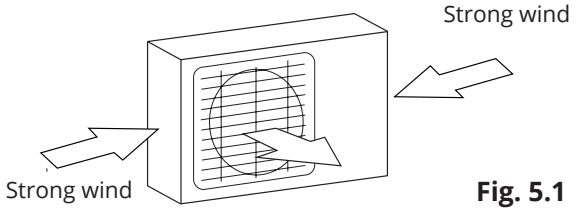

Fig. 5.1
- ☑ If the location Is exposed to strong winds (for example: near a seaside), the unit must be placed again st the wall to shelter it from the wind. If necessary, use an awning. (See Fig. 5.1 & 5.2)